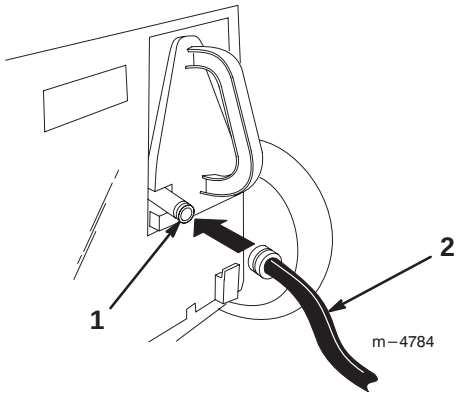

Abbildung 23
3. Die hintere Tür hochheben und die Kupplung am Rasenmäher-Spülanschluß am Verschlußstopfen anbringen (Abb. 23).